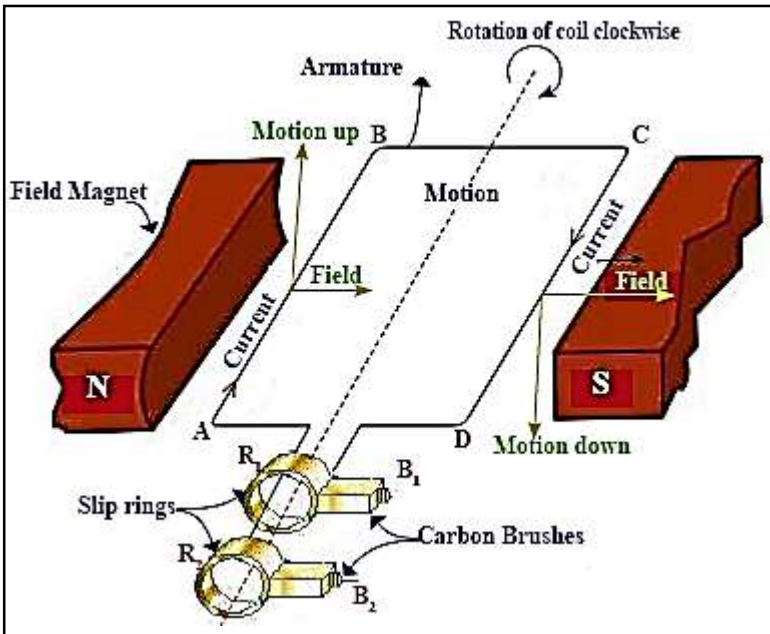

Figure 5: A generator rotated clockwise by a force.
Consider an AC generator with its armature turning clockwise by some mechanical force as shown in figure 5 below.
1. Magnetic field is always directed from north pole to south pole. In the generator in figure 5, the magnetic field is from left to right.